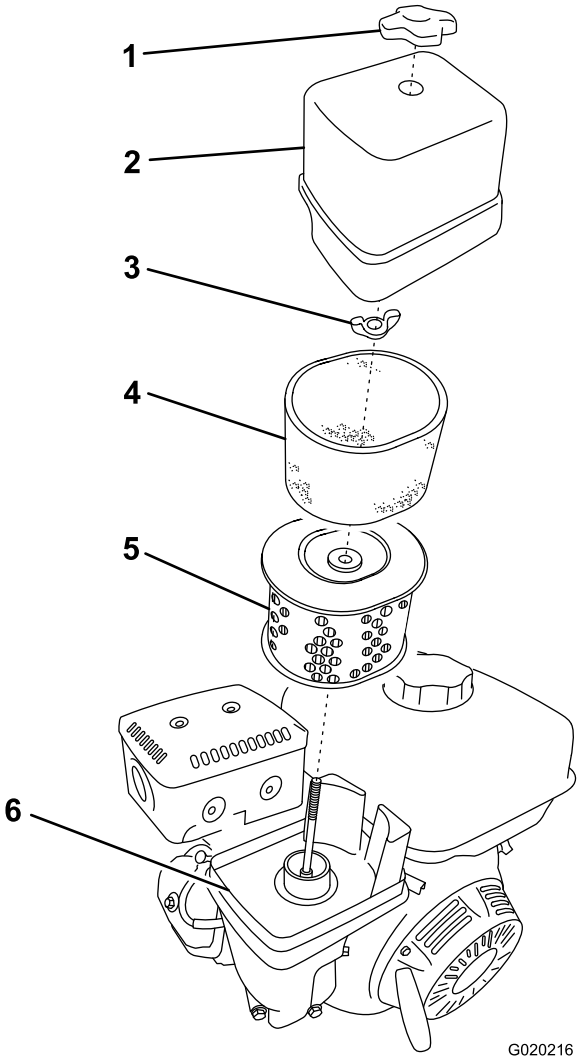

Figure 51
3. Retirez l'écrou de fixation du couvercle (Figure 51).
5. Déposez les éléments en mousse et papier de la base (Figure 51).
6. Sortez l'élément en mousse de l'élément en papier (Figure 51).